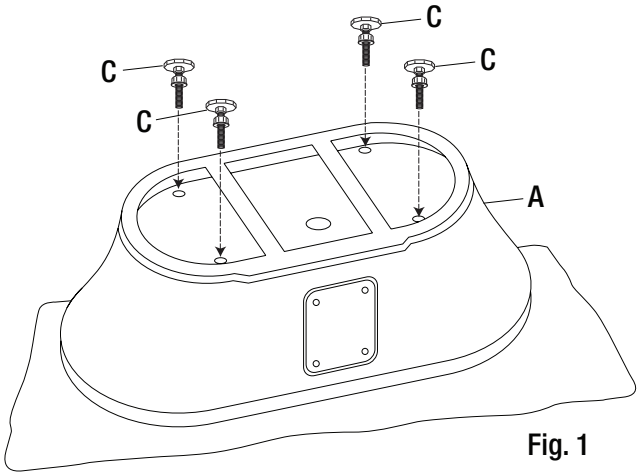

Fig. 1
- Placer la baignoire à l'envers sur la couverture, Fig. 1.